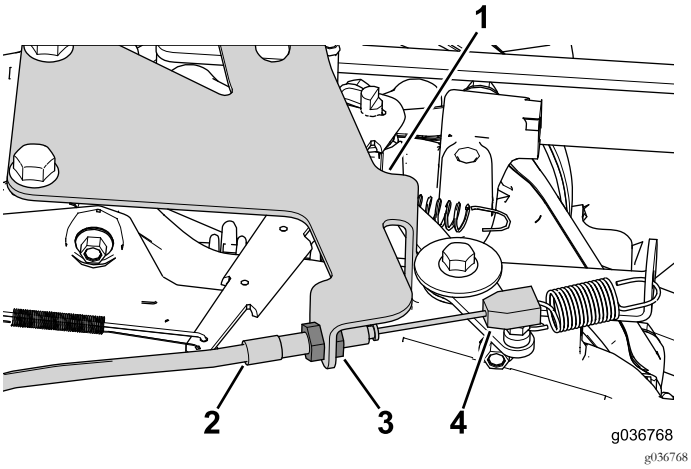

Рисунок 33
1. Используйте зажимные гайки на тросе для регулировки и крепления троса к кронштейну (Рисунок 33).